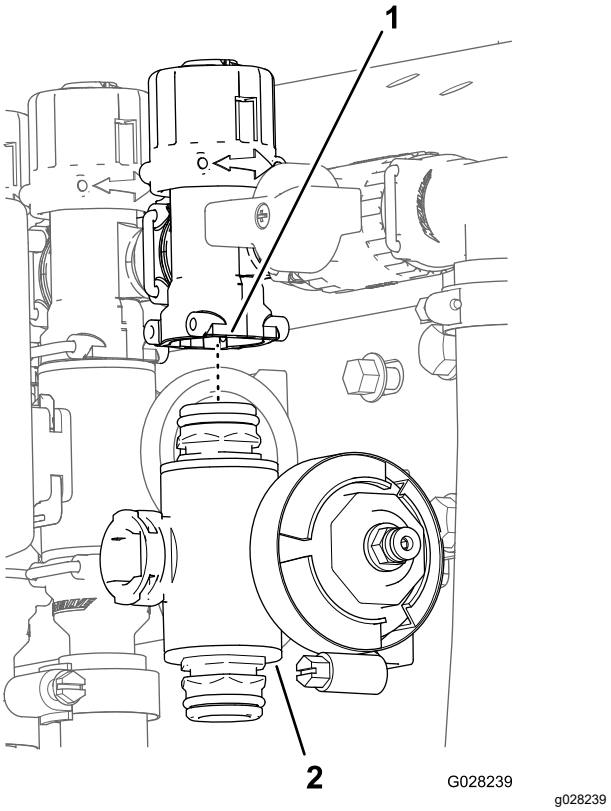

Figure 123
3. For the left or right boom section valves, remove the flanged-head bolts and flanged locknuts that secure the section valve(s) to the valve mount and remove the valve manifold(s) from the machine; for the center section valve, remove the section valve manifold from the machine (Figure 123).